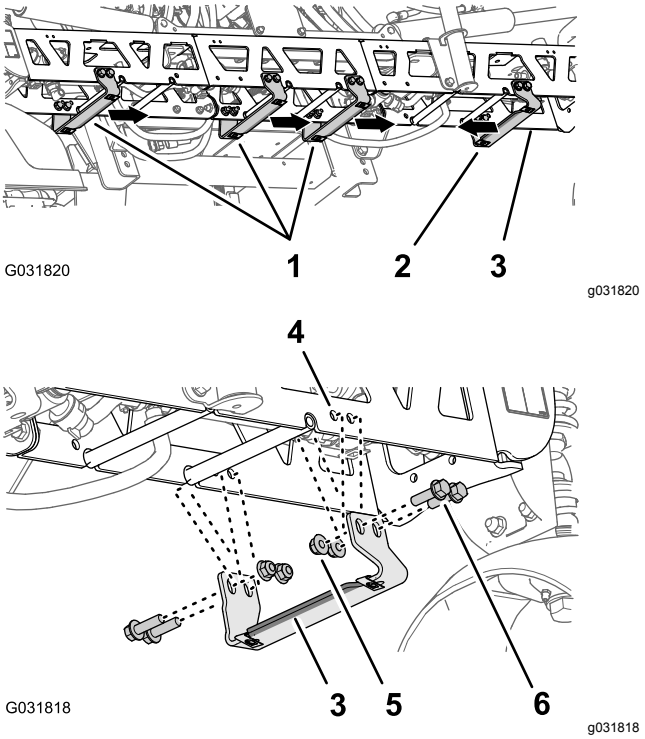

Figur 236
3. Ved midterbomsektionen findes hullerne længst til højre i den lodrette front på afstiverstellet med en hulafstand på 25 mm (Figur 236).
4. Juster hullerne i støttebeslaget (Toro-delnr. 131-3703-03) efter hullerne i midterbomsektionen, som du identificerede i trin 3, med beslagets brede flange til venstre. Se Figur 236.
5. Monter støttebeslaget på afstiverstellet (Figur 236) med fire flangehovedbolte (3/8 x 1-1/4 tomme – Toro-delnr. 110-5050) og fire flangelåsemøtrikker (3/8 tomme – Toro-delnr. 104-8301).
6. Find det restende par huller i den lodrette front på afstiverstellet med en hulafstand på 25 mm (Figur 236).
7. Juster hullerne i de 3 støttebeslag (Toro-delnr. 131-3703-03) efter hullerne i midterbomsektionen, som du identificerede i trin 6 med beslagets brede flange til højre (Figur 236).
8. Monter støttebeslagene på afstiverstellet (Figur 236) med 12 flangehovedbolte (3/8 x 1-1/4 tomme – Toro-delnr. 110-5050) og 12 flangelåsemøtrikker (3/8 tomme – Toro-delnr. 104-8301).